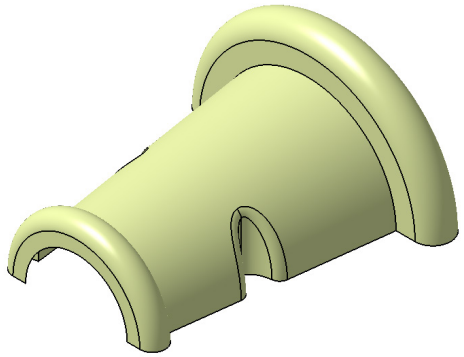

Figure 17-92 *Resultant fillet feature*
3. Set **5** in the **Radius** spinner and then choose the **OK** button from the **Edge Fillet Definition** dialog box. Figure 17-92 shows the model after adding the fillet.